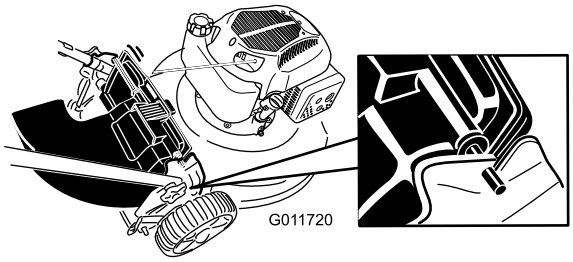

Figur 18
4. Sett stangen på den bakre utslippsavlederen inn på hakkene på gressklipperen (Figur 18).